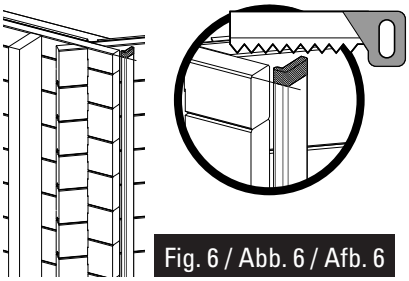
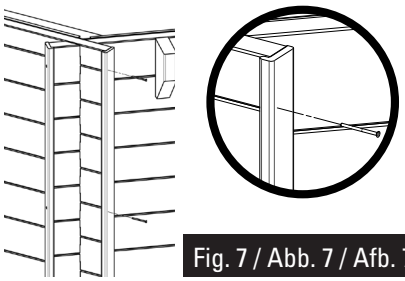

Fig. 6 / Abb. 6 / Afb. 6
Fig. 7 / Abb. 7 / Afb. 7
• Position the L trimming on the ends of the boards. • Cut off the excess part of the trimming according to the height of the pool if necessary (figure 6).
• Fix trimming L using 3 screws 4 x 60 uniformly distributed over the height of the piece (figure 7).
• Présentez le cache L sur les extrémités des madriers. • Coupez l'excédent de cache selon la hauteur du bassin si nécessaire (figure 6).
• Fixez le cache L à l'aide de 3 vis 4x60 également réparties sur la hauteur (figure 7).
• Legen Sie die Zierleiste L auf die Enden der Bretter. • Falls erforderlich, schneiden Sie das, was von der Zierleiste übersteht, je nach Höhe des Beckens (Abb. 6) ab. • Befestigen Sie die Zierleiste L mit Hilfe von 3 Schrauben 4 x 60 gleichmäßig auf der Höhe (Abb. 7).
• Plaats sierlijst L op de uiteinden van de planken. • Indien nodig, overtollige stukken van de sierlijst afsnijden, afhankelijke van de hoogte van het bassin (afbeelding 6). • Zet de sierlijst L vast met behulp van 3 schroeven 4 x 60 gelijkmatig over de hoogte verdeeld (afbeelding 7).